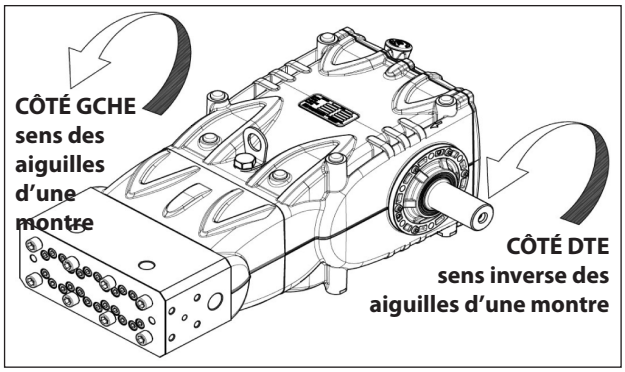

Fig. 6
En se plaçant face à la tête de la pompe, le sens de rotation devra correspondre aux indications de la Fig. 6.
**N.B.** La version représentée sur la Fig. 6 est celle de droite.